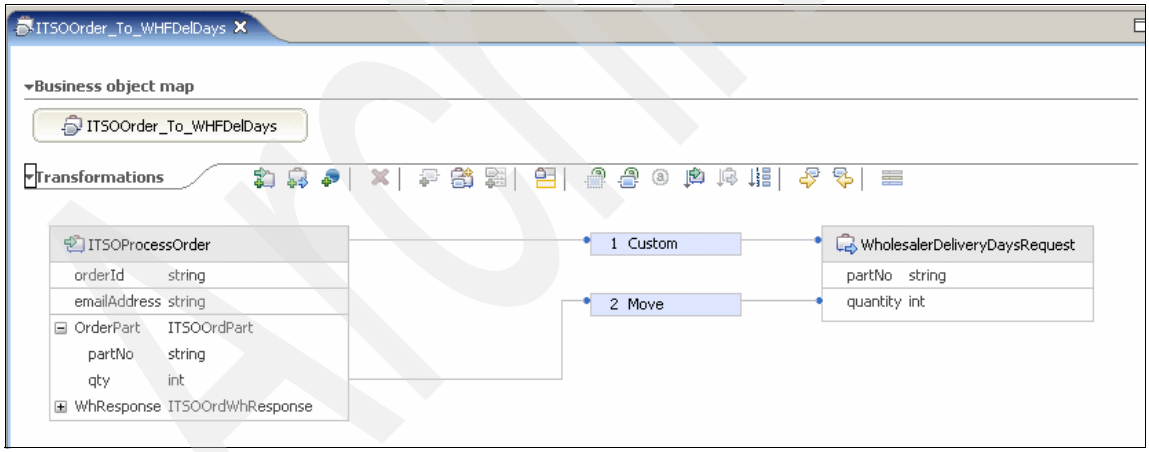

Figure C-20 The transformations for map ITSOOrder_To_WHFDelDays
4. Map the business object ITSOProcessOrder to the business object WholesalerDeliveryRequest with a Custom transformation. Figure C-20 shows how the map should look.